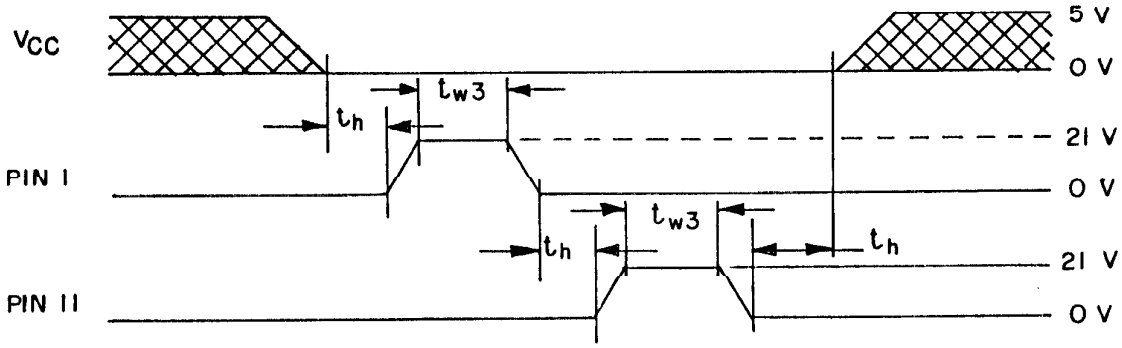

FIGURE 7. Programming waveforms.
e. Pulse the clock pin and verify (with clock at V_{IL}) that the output pins, O_0 through O_3, are in the state corresponding to an unblown fuse. Use the minimum timing conditions as specified on figure 7 for circuit C.
(1) For verified unblown condition, continue procedure from c through e.
(2) For verified blown condition, stop procedure.
f. Program the fuse by pulsing the output pins of the selected group - one at a time - to V_{IHH}, see figure 7 for circuit C.